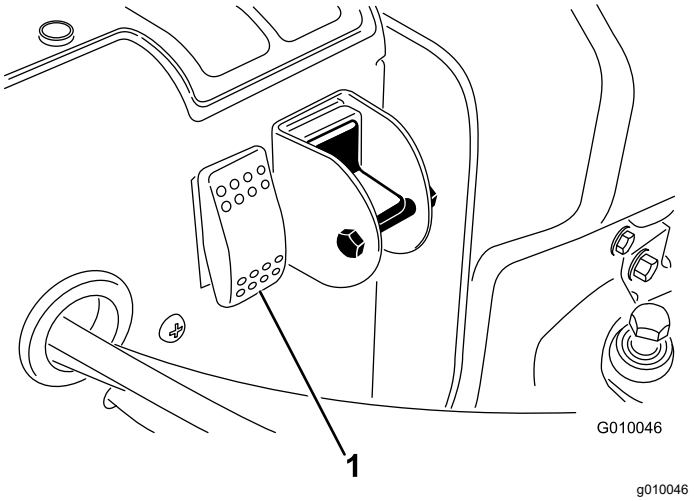

**Figure 30**
2. Press the system reset switch (Figure 30).